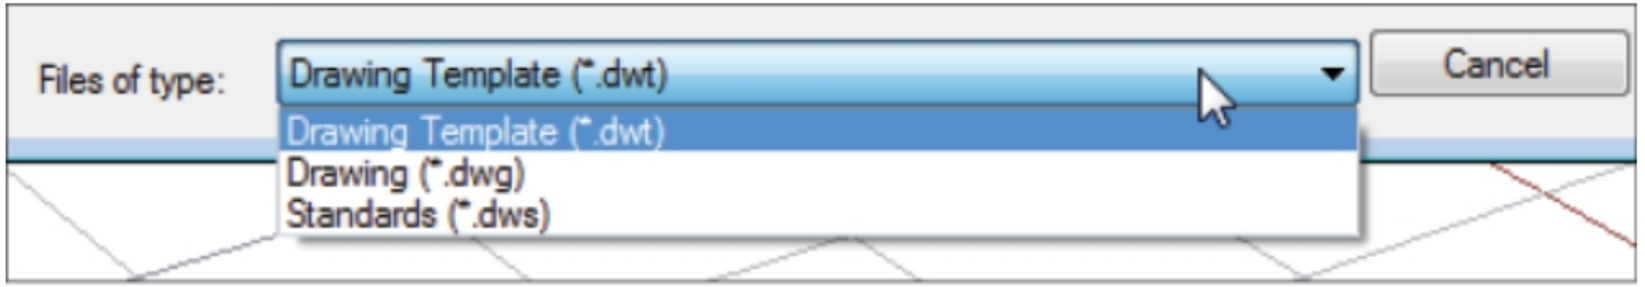

Figure-28. Files of type drop down
- In the **Files of type** drop-down in this dialog box, the **Drawing Template (*.dwt)** option is selected which means you can select the templates. You can also use any previous drawing as a template. To do so, click on the **Drawing Template (*.dwt)** option. The **Files of type** drop-down will expand as shown in Figure-28.